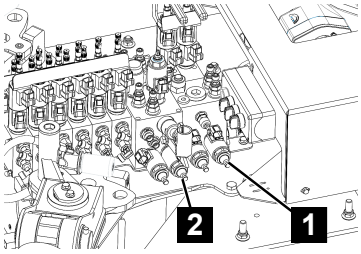

Fig. 176
3. Screw in the valve (Fig.176/1) clockwise.
4. Screw in the valve (Fig.176/2) clockwise.